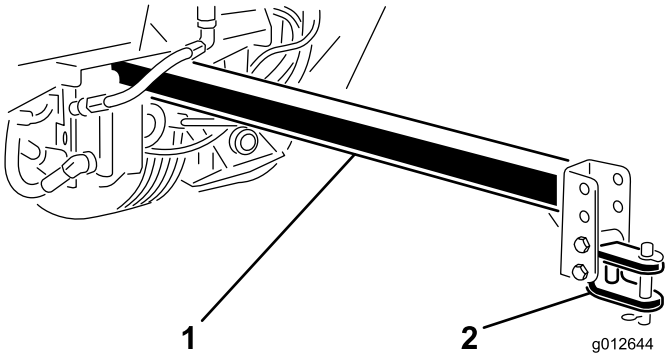
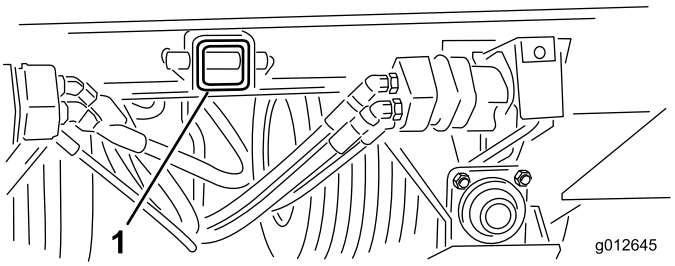

Rysunek 3
Rysunek 4
Zainstaluj dyszel na rurze odbiorczej posypywarki i zabezpiecz każdy koniec za pomocą połączenia sworzniowego oraz (2) przetyczek (Rysunek 3 & Rysunek 4).